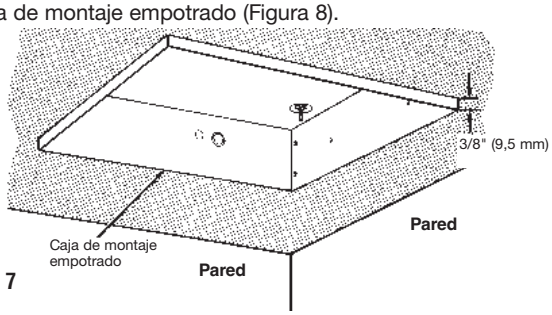

Figura 7
7. Coloque la caja de montaje empotrado en la abertura del cielorraso y alinee las marcas de los costados de la caja de montaje con el fondo del cielorraso terminado (Figura 7). Esto posicionará el borde de la caja de montaje 3/8" (9.5 mm) por debajo del cielorraso y permitirá que la placa frontal empotrada quede colocada de plano contra el cielorraso.